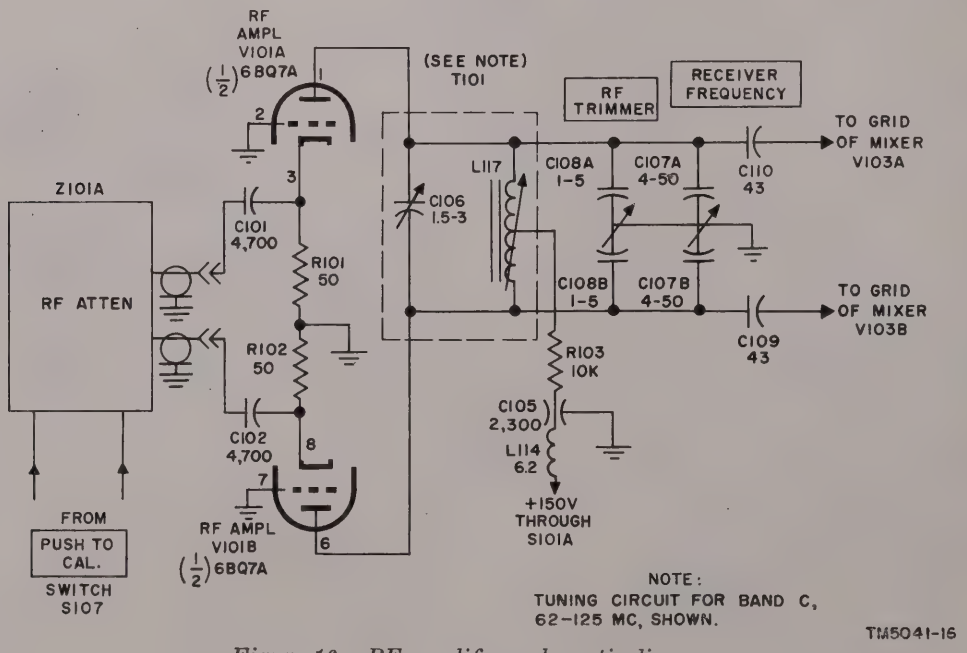

Figure 16. RF amplifier, schematic diagram.
(fig. 16)
d. ZERO Switch. ZERO switch S101 is normally closed. It is opened to zero the receiver output and signal level meter M101 (par. 44*b*). When pressed, one section of ZERO switch S101A removes plate voltage from RF amplifier V101 and mixer V103 (figs. 16 and 18) to eliminate all signal input to the IF amplifier section of the receiver. The other section, S101B, opens the connection to the arm of GAIN control R129. Maximum cathode bias is developed across the entire resistance of R129, and tube V107 operates near cutoff; therefore, with the ZERO switch pressed, V108 (the AM detector and audio amplifier) receives no input signal.